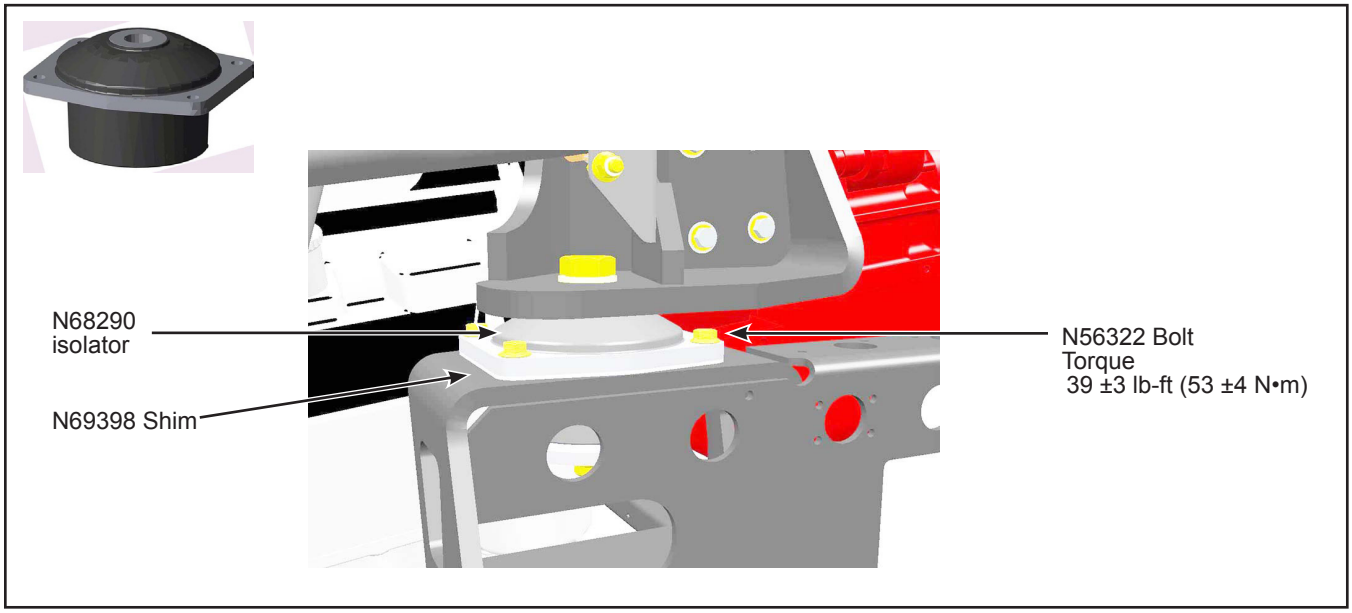

Figure 7 - Isolator Installation
1.14. Affix the new rubber isolator with four N56322 bolts. Tighten to the torque specified in Figure 7.